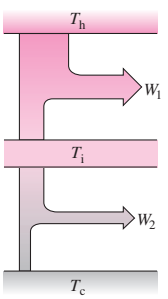

FIGURE 19.21 Problem 32
32. Consider a Carnot engine operating between temperatures T_h and T_i, where T_i is intermediate between T_h and the ambient temperature T_c (Fig. 19.21). It should be possible to operate a second engine between T_i and T_c. Show that the maximum overall